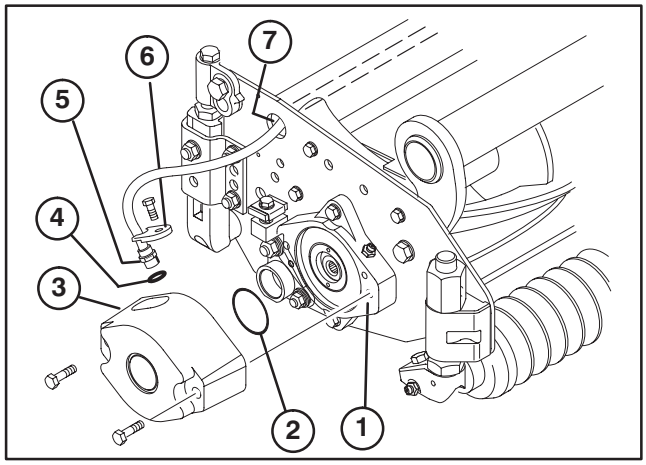

Figure 3
3. Lubricate and install a large O−ring into bearing housing groove on each end of cutting unit (Fig. 3 & 5).
4. Install a counter weight onto appropriate end of each cutting unit with capscrews provided (Fig. 3).
15. Install small O−ring onto speed sensor and insert sensor into hole in counterweight (Fig. 3).
16. Secure sensor to counterweight with a sensor holder and a M6 x 20 mm capscrew (Fig. 3).